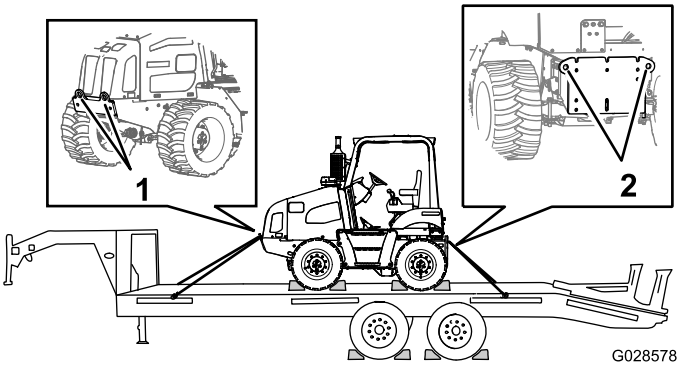

Figura 53
9. Sujete las partes delantera y trasera de la máquina al remolque usando cadenas y un tensor (Figura 53).